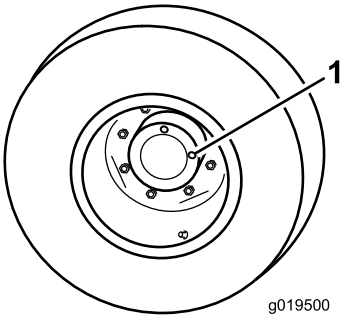

Figuur 12
1. Plaats de machine op een horizontaal oppervlak en zet het wiel zodanig dat 1 controleplug (Figuur 12) zich bovenaan bevindt (12 uur), en de andere rechts (3 uur).
1. Controle-/aftapplug (2)
2. Verwijder de rechtse controleplug (Figuur 12). De olie zou tot de onderkant van de opening van de controleplug moeten reiken.